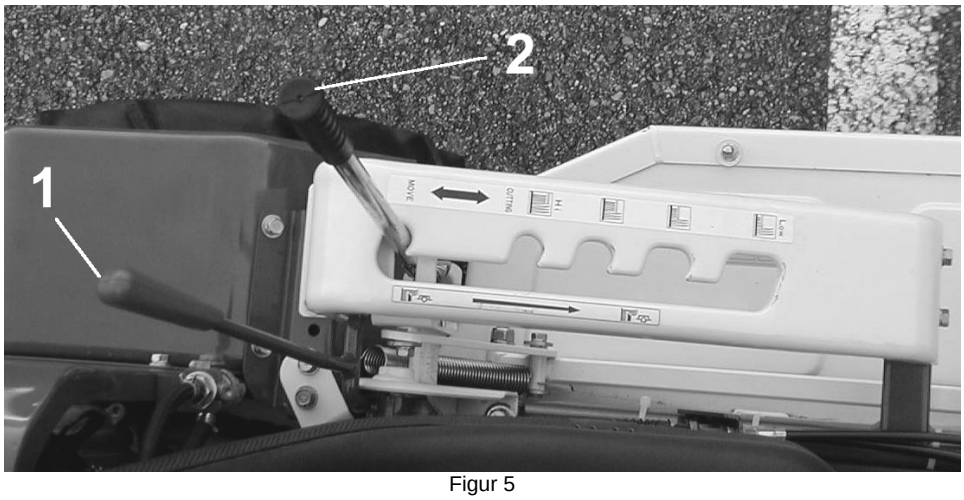

Figur 5
Mit dem Hebel (2) kann aus 4 Schnitthöhen und der Transportstellung gewählt werden. Wählen Sie in 4 Stufen zwischen (Hi) und (Low) aus hoher und niedriger Schnitthöhe. In der Transportstellung kann der Hebel zum Einschalten des Mähwerks (1) nicht benutzt werden. (Figur 5).